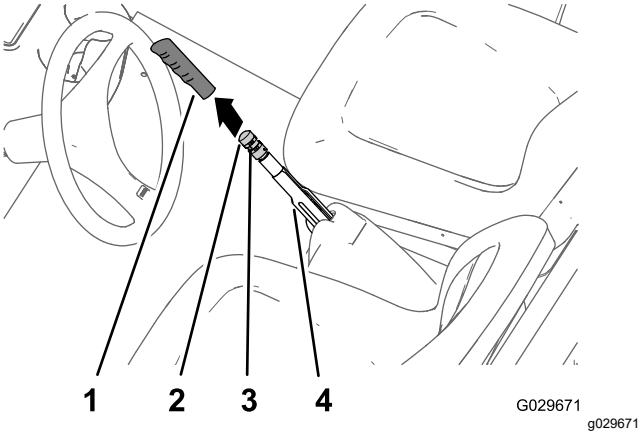

**Figur 62**
1. Fjern grebet fra parkeringsbremsehåndtaget (Figur 62).
2. Løsn sætskruen, der fastgør bremsejusteringsgrebet til parkeringsbremsehåndtaget (Figur 62).
3. Drej bremsejusteringsgrebet, indtil du når en kraft på 133 til 156 N, for at aktivere parkeringsbremsehåndtaget (Figur 62).
4. Stram sætskruen og monter håndgrebet (Figur 62).
2. Løsn sætskruen (Figur 62), der fastgør bremsejusteringsgrebet til parkeringsbremsehåndtaget, deaktiver parkeringsbremsen, og løsn bremsejusteringsgrebet.
5. Drej bremsejusteringsgrebet (Figur 62), indtil du når en kraft på 133 til 156 N, for at aktivere parkeringsbremsehåndtaget.
C. Drej bremsejusteringsgrebet (Figur 62), indtil du når en kraft på 133 til 156 N, for at aktivere parkeringsbremsehåndtaget.
- Stram sætskruen, og monter grebet (Figur 62).